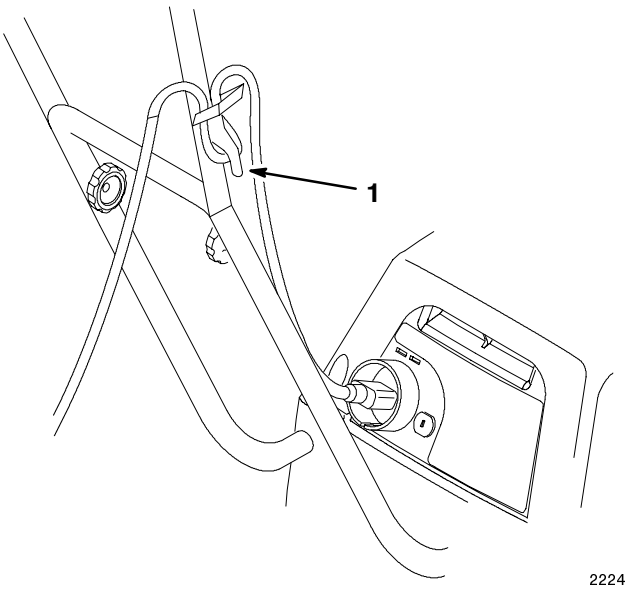

Figure 14
1. Connect the extension cord to the lawn mower (Fig. 14).